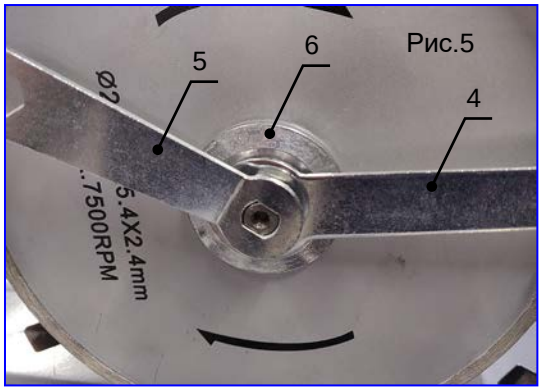
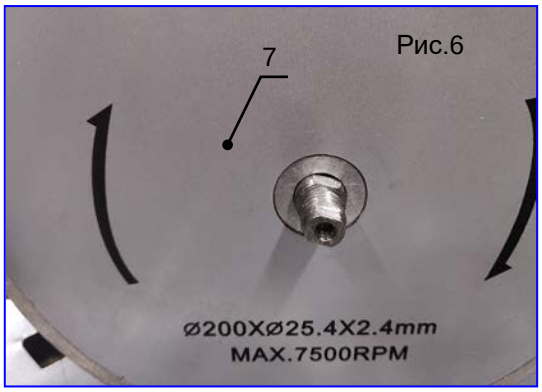

Рис.5
Рис.6
3. Наденьте один гаечный ключ (поз.4, рис.5) на крепежную гайку, а второй ключ (поз.5, рис.5) на шпиндель (для фиксации).
4. Открутите гайку крепления режущего диска, поворачивая ее по часовой стрелке (левая резьба), снимите внешний фланец (поз.6, рис.5), затем снимите диск (поз.7, рис.6).